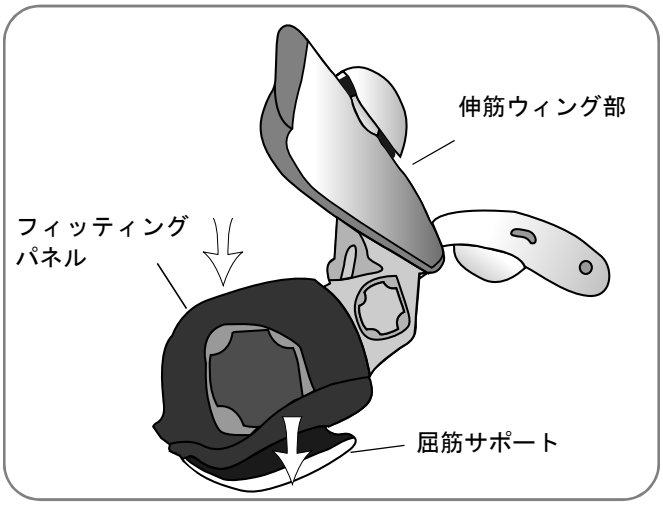

図 5-9：屈筋用フィッティングパネルの再装着
1. 装具のウィング部を開けて、屈筋用フィッティングパネルを屈筋サポートに合わせます（図 5-9 を参照）。